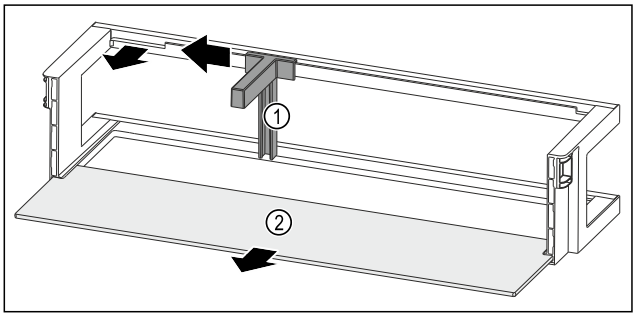

Fig. 256 Door rack with bottle holder and shelf
▶ Slide the bottle holder *Fig. 256 (1)* to the side as far as the recess.
▶ Remove the bottle holder *Fig. 256 (1)*.
▶ Remove the shelf *Fig. 256 (2)*.